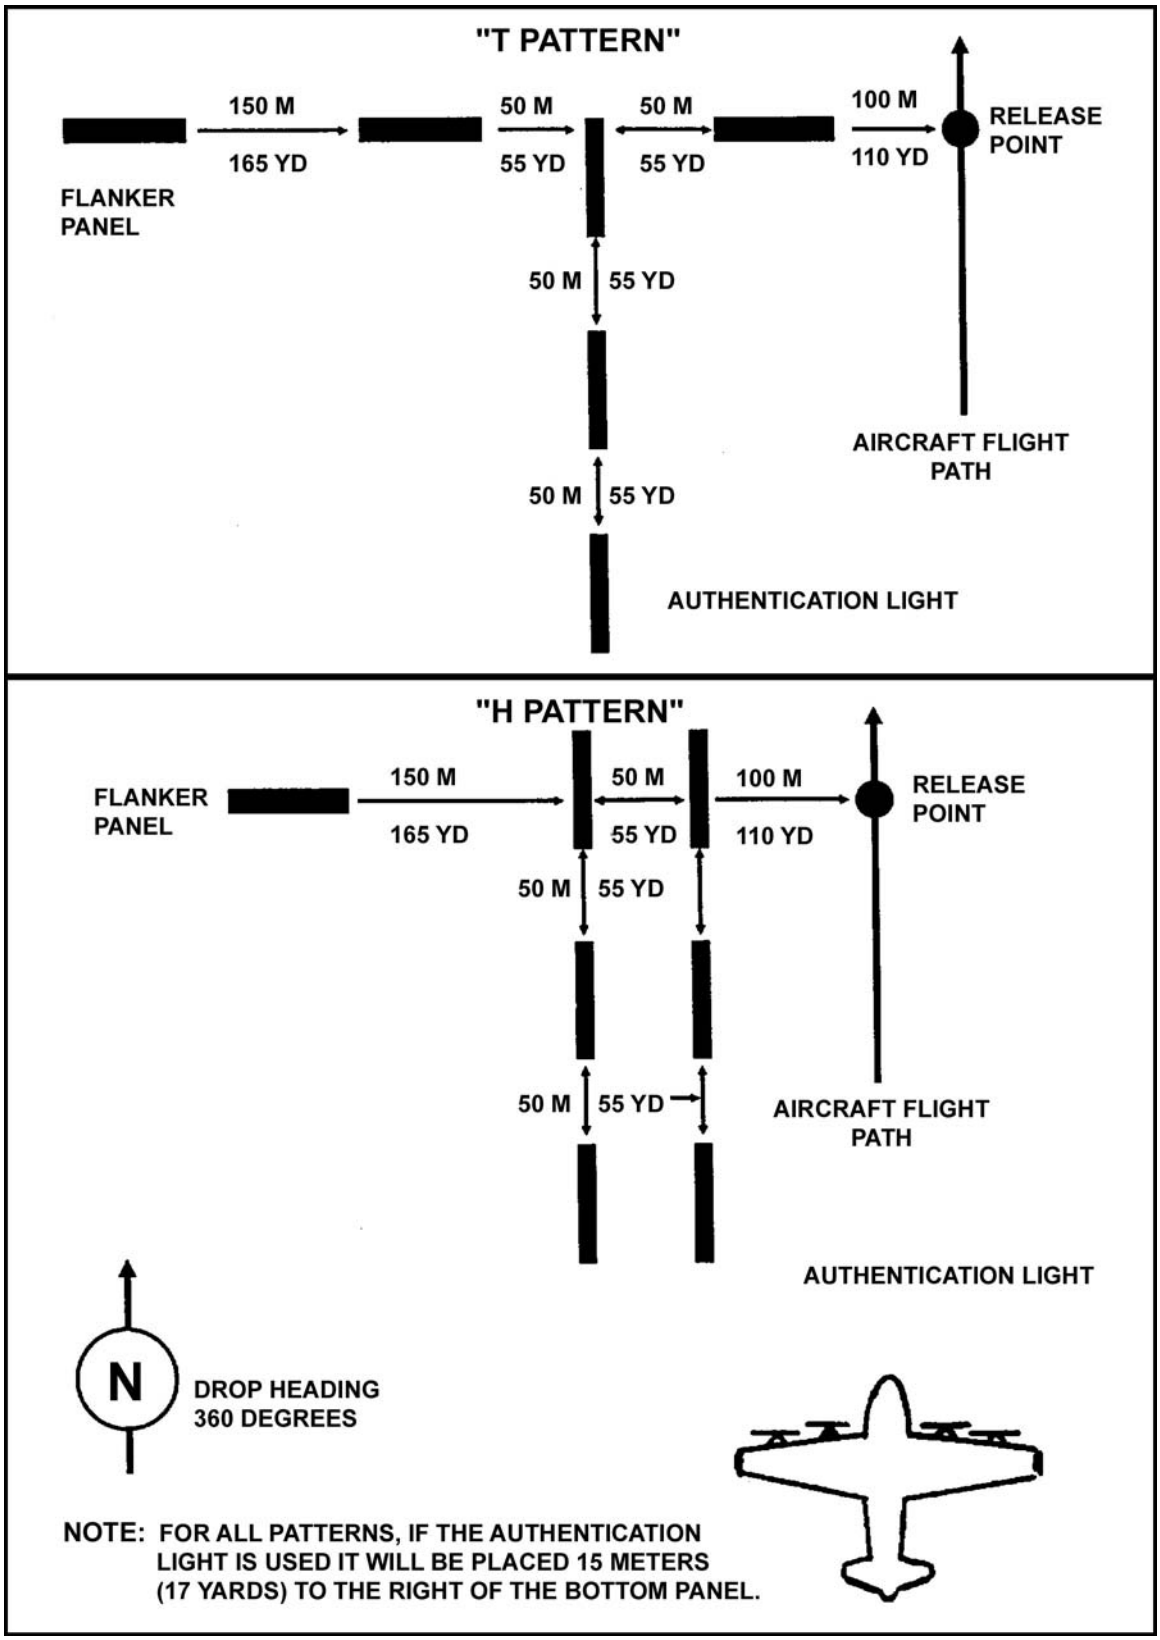
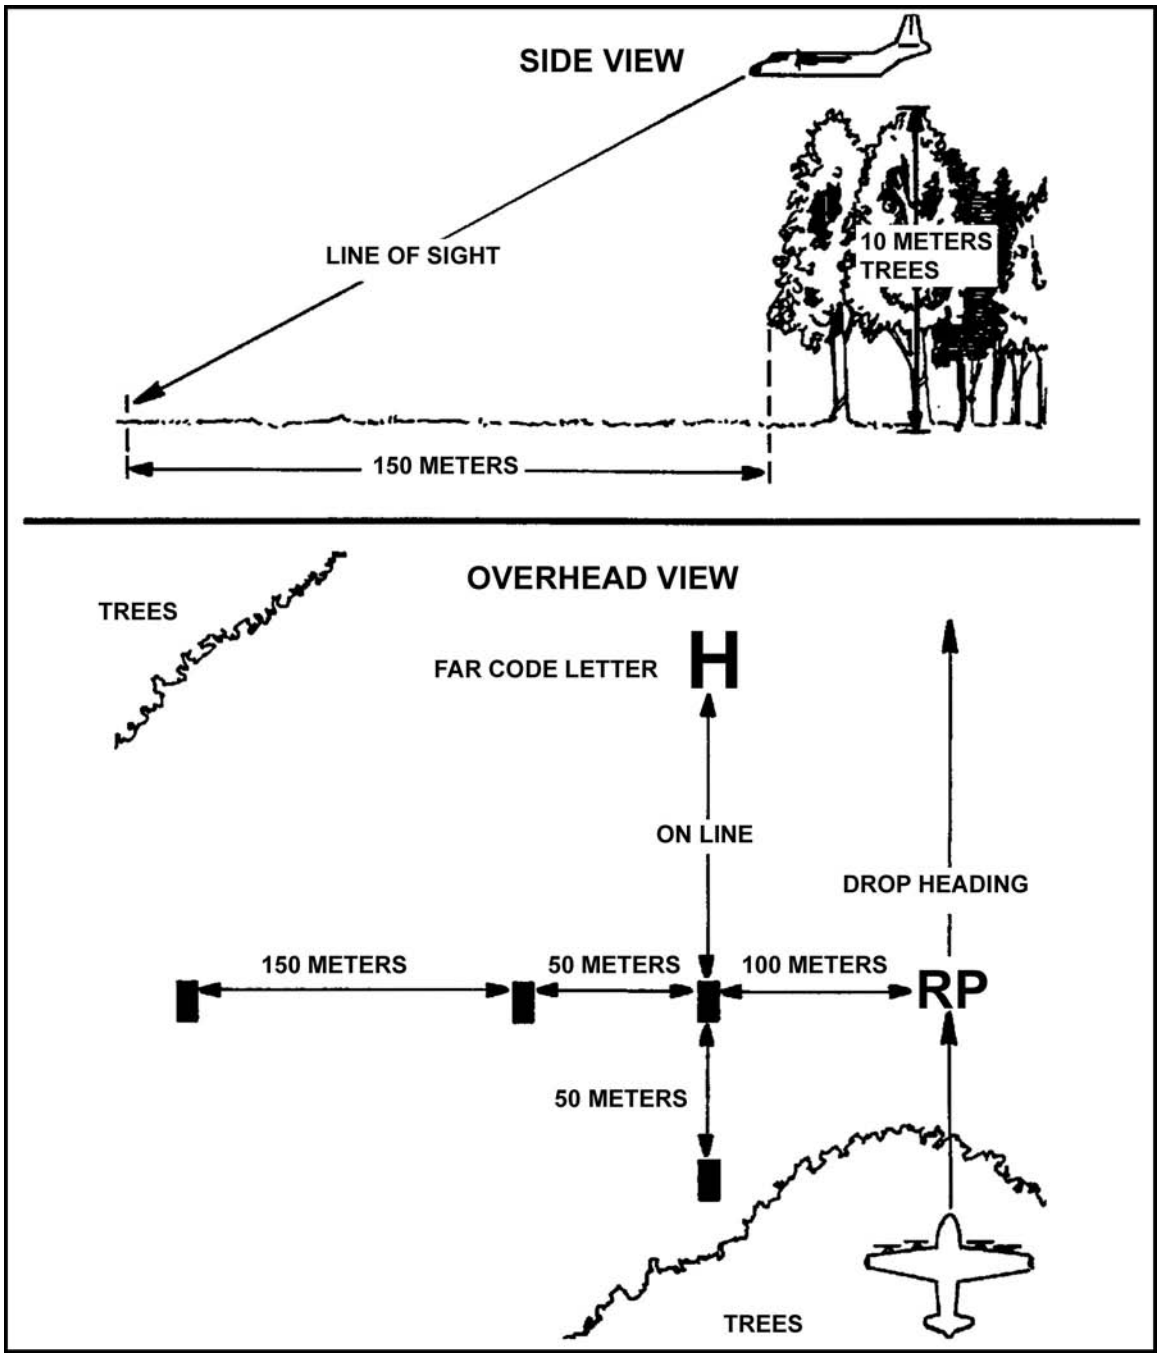

Figure 22-3. GMRS panel emplacement.
Figure 22-4. The 15:1 mask clearance ratio.
The GMRS uses markings known as the four-panel inverted L, six-panel T, or seven-panel H. The T or H pattern is recommended for C-141/C-5 airdrops due to aircraft's side angle vision limitations (Figure 22-3).
a. **Inverted L Marking**. When the drop aircraft is 100 meters directly to the right of the corner (A) panel, the drop is executed.
b. **Marking Placement for Inverted L**. Markings (four panels) are placed as follows (Figure 22-3):
(1) From the RP, move 100 meters to the left (90 degrees) of drop heading for the location of the corner (A) panel. Emplace a VS-17G panel with the long axis of the panel parallel with the drop heading. Elevate the panel at a 45-degree angle toward the approaching aircraft. This aids the aircrew and the JM in visual identification of the DZ.
(2) From the corner (A) panel, move in the same direction as above for 50 meters for the location of the alignment (B) panel. Emplace this panel as described above.
(3) From the alignment (B) panel, move 150 meters in the same direction as above for the location of the flanker (C) panel. Emplace this panel as described above.
(4) From the corner (A) panel, move 50 meters on a back azimuth of the drop heading for the location of the approach (D) panel. Emplace this panel the same as described above.
(5) At night, replace all panels with a white light. Lights may be shielded on three sides or placed in pits.
(6) During day operations, smoke may be displayed at the RP. During night operations, a white air traffic control light may be used to mark the RP.
(7) NO DROP may be signaled to the aircraft by red smoke, red flares, scrambled panels, or the absence of a planned signal.
c. **Mask Clearance**. Since the aircraft is required to fly along the markings on the DZ, these markings must be visible to the aircrew. The markings are placed where obstacles will not mask the pilot's line of sight. As a guide, a mask clearance ratio of 1:15 is used, that is, one unit of vertical clearance for every 15 units of horizontal clearance. For example, if a DZ marker must be positioned near a terrain mask, such as the edge of a forest that is on the DZ track, and the trees are 10 meters high (33 feet), the markings would require 150 meters (492 feet) of horizontal clearance from the trees (Figure 22-4). This applies to static line jumps only.
d. **Code Letters**. If any portion of the inverted L falls within a 15 to 1 (15:1) mask clearance ratio of obstacles on the approach end of the DZ, a code letter (H, E, A, T) or far panel is required on the departure end of the DZ for CDS or bundle drop and should be coordinated during the DZST/aircrew mission briefing. This far marking is on line with the corner (A) panel to allow the aircrew to begin alignment on the release point until the inverted L comes into view. If a code letter is used, it can be used to distinguish the DZ from other DZs in the area.